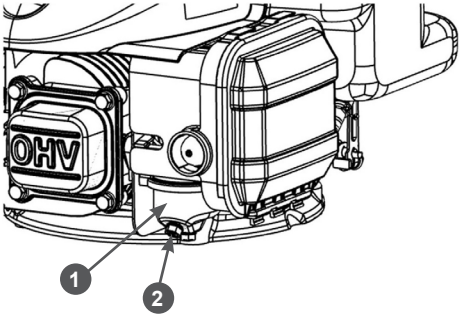

Рис. 22 Слив топлива из карбюратора
1. Установите под карбюратор 1 подходящую емкость (Рис. 22).
2. Открутите болт 2 сливного отверстия и слейте топливо из поплавковой камеры карбюратора (Рис. 22).